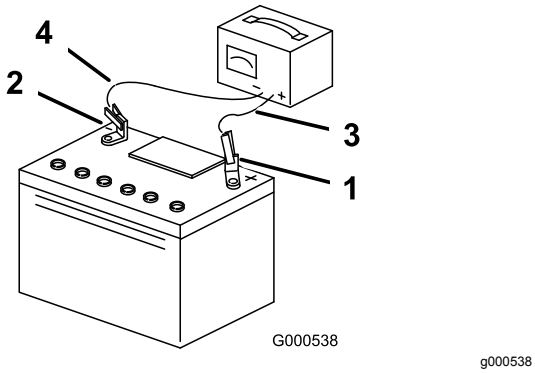

Rysunek 57
3. Gdy akumulator będzie w pełni naładowany, należy odłączyć ładowarkę od gniazdka elektrycznego, a następnie odłączyć przewody ładowarki od biegunów akumulatora (Rysunek 57).